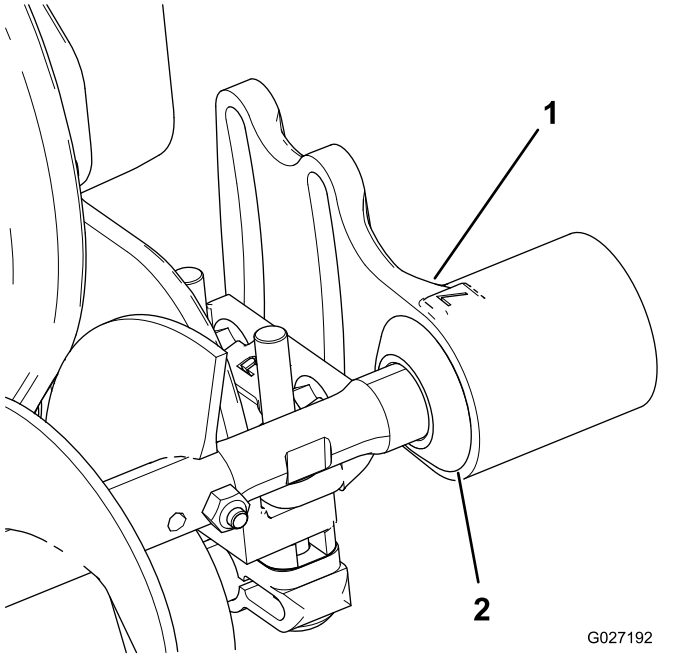

Figure 11
1. Slide each excluder seal outward until the lip seals are in light contact with each bearing housing (Figure 11).